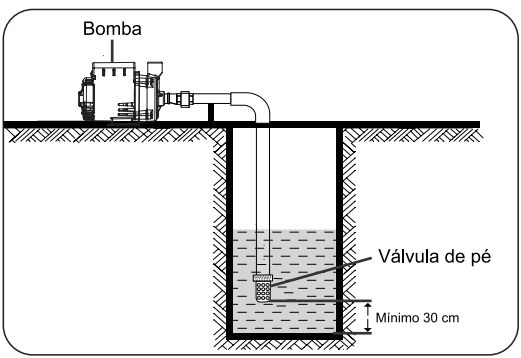

Figura 1
5.3 Quando a bomba for instalada acima do nível de captação, a tubulação de sucção deverá prever uma válvula de pé ou crivo (válvula de fundo de poço). A válvula de pé manterá a bomba escorvada, ou seja, manterá a bomba e a tubulação de sucção preenchida com o líquido quando o sistema for interrompido (ver figura 1).
5.4 A válvula de pé deve ficar, pelo menos, 30 cm acima do fundo, no centro do poço ou cisterna e deve-se garantir uma coluna de água suficiente para que não entre ar pela mesma. (ver figura 1).